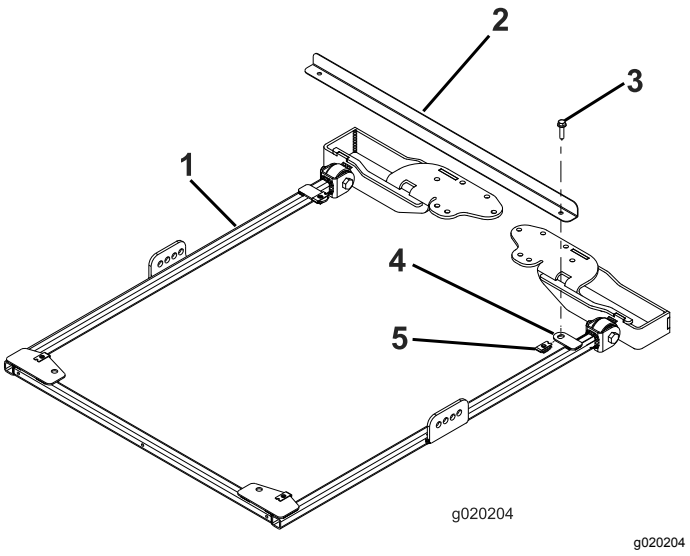

Bild 34
1. Zum richtigen Ausfluchten des Rahmens befestigen Sie die Rahmenausfluchtungsstange mit zwei Bundkopfschrauben (5/16" x 1¼") an den Befestigungsnasen hinten am Sonnendachrahmen, wie in Bild 34 abgebildet.